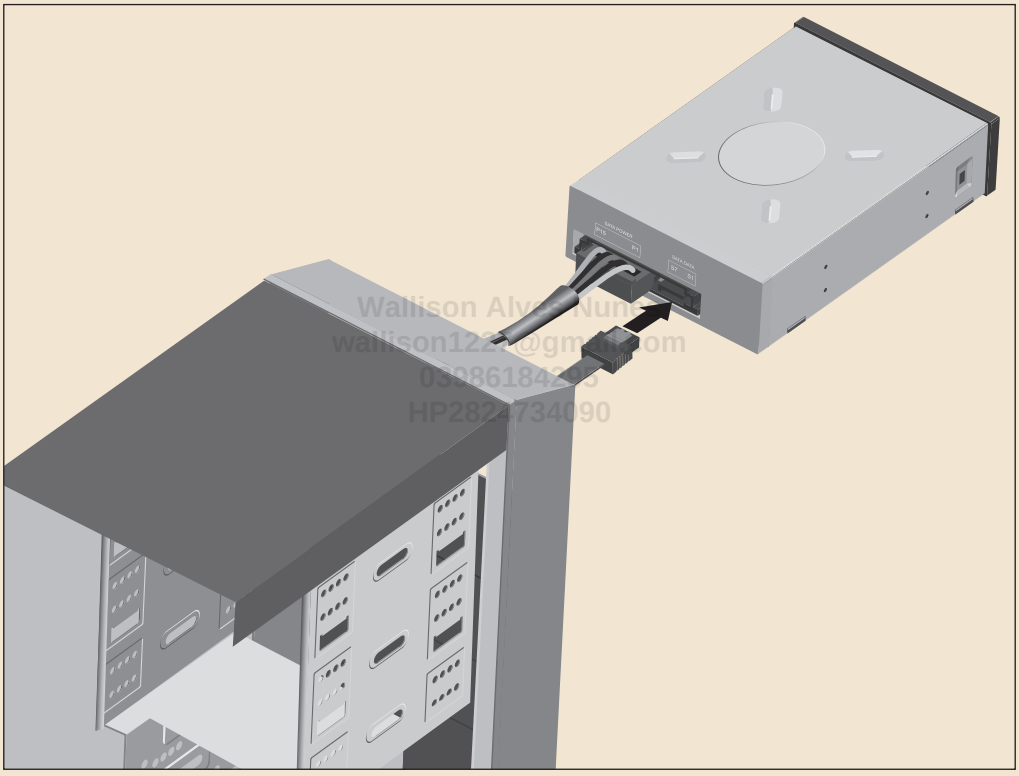

Figura 21.4: Instale o cabo SATA.
5. Após instalar o conector de alimentação, você deverá instalar o cabo que conectará a unidade óptica à placa-mãe (cabo SATA). Este cabo acompanha a placa-mãe e você deverá instalar uma de suas pontas na unidade óptica e a outra você deverá enfiar na baia de 5,25 polegadas onde a unidade será instalada (ver Figura 21.4).